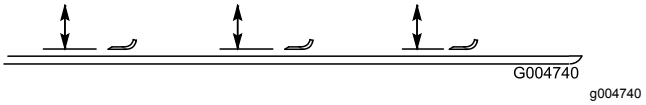

Figuur 111
2. Draai het mes tot de punten naar voren en achteren wijzen, en meet de afstand vanaf de binnenkant van het maaidek tot de voorste snijrand van het mes (Figuur 111).